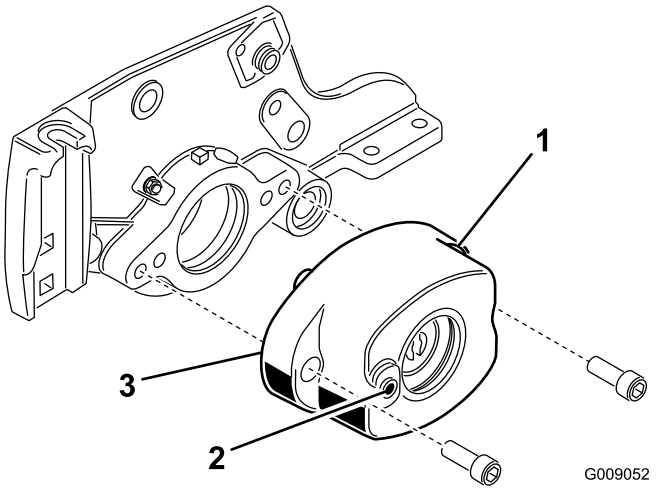

**Figura 6**
5. Montate l'alloggiamento della spazzola per rulli sull'alloggiamento del cuscinetto del cilindro con 2 bulloni a brugola (3/8 x 1 poll.) (Figura 6). Posizionate l'alloggiamento della spazzola per rullo in modo che il foro filettato sia posizionato verso la parte anteriore dell'apparato di taglio.